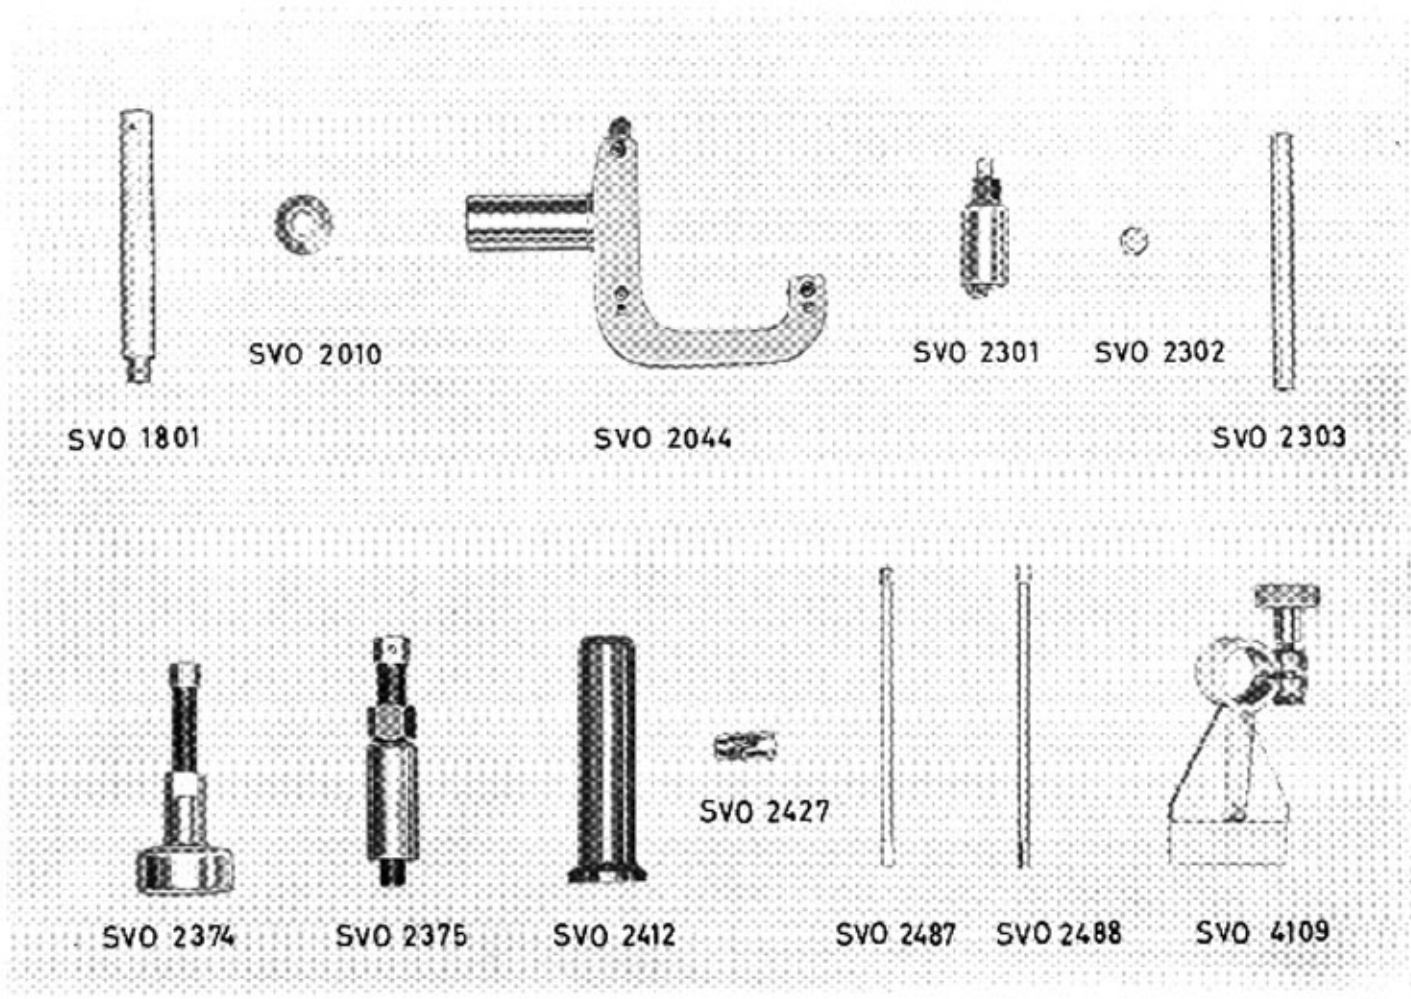

Bild 43-23. Specialverktyg för växellåda
10. Montera handbromsen. Täta skruvarna som håller bakre lock och bromssköld med lämplig tätningslack. Pressa på medöringarna med verktyg SVO 2379, se bild 43-23. Sätt på brickor och muttrar. Drag muttrarna och lås dem.